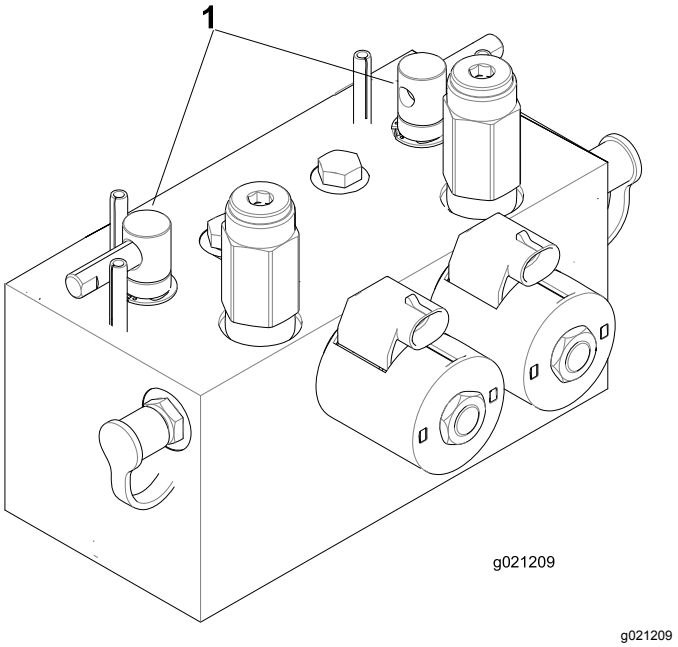

Figur 106
2. Lås sædet op, og løft det, så baglapningshåndtagene bliver tilgængelige (Figur 106).
5. Brug enten forreste, bageste eller begge baglapningshåndtag for at vælge de enheder, som skal baglappes (Figur 106).